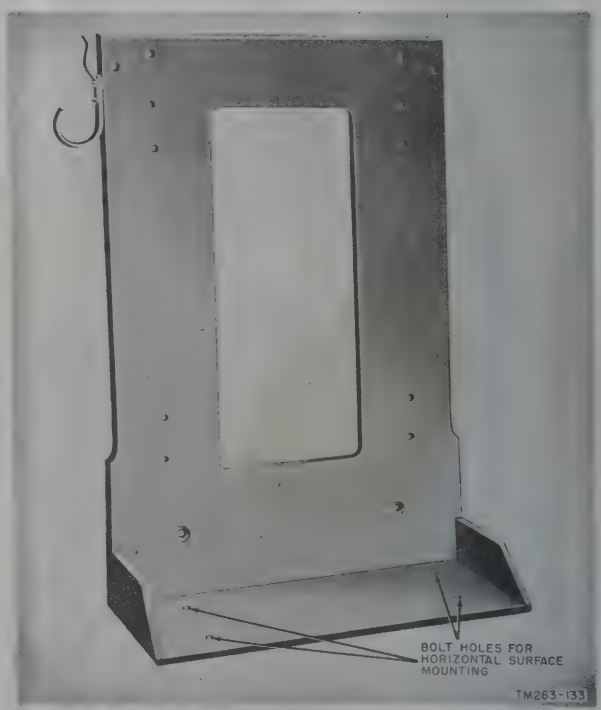
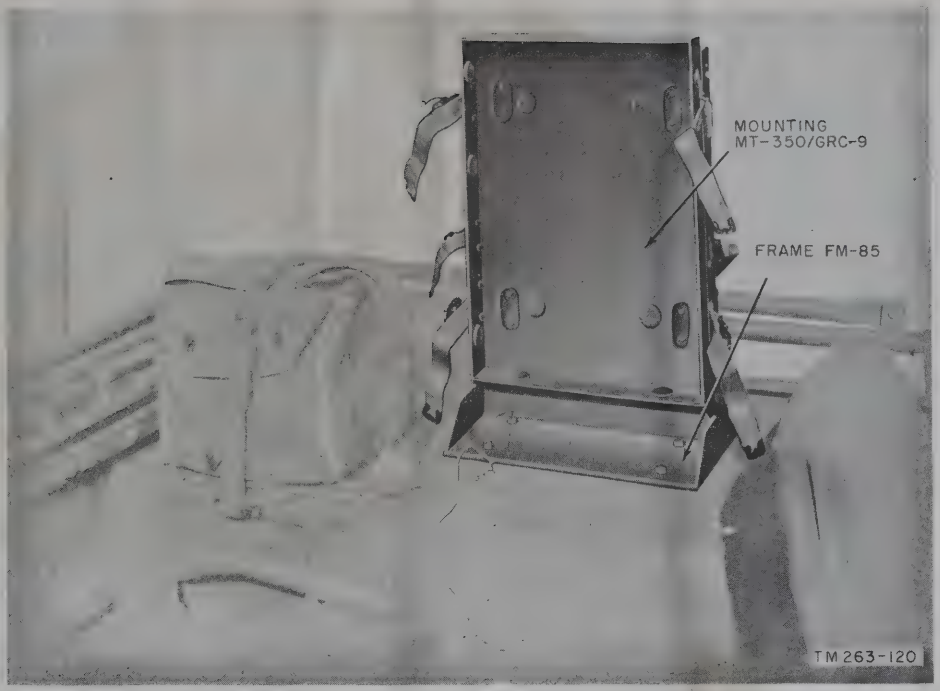

Figure 35. Frame FM–85.
Figure 36. Mounting MT–350/GRC–9 and Frame FM–85, installed in vehicle.
b. Use Mounting MT–350/GRC–9 (fig. 4) to support and shock mount the receiver-transmitter. Mounting MT–350/GRC–9 is fastened directly to a vertical surface in the vehicle, with the hardware provided. If a horizontal surface is selected, install Mounting MT–350/GRC–9 on Frame FM–85, part of vehicle installation kit (fig. 35). Figure 36 shows the mounting and frame installed in a vehicle.
f. Connect a ground lead (as short as possible) from the GND. post on the receiver panel to a nearby grounded metal portion of the vehicle (fig. 36).